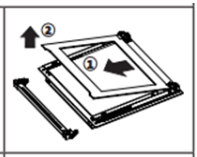

Figure 19
1. Appuyez sur les loquets en plastique situés à gauche et à droite, comme indiqué dans la figure 17, et soulevez le profilé en le tirant vers vous, comme indiqué dans la figure 18. La vitre est libre une fois le profilé retiré, comme le montre la figure 19. Tirez délicatement vers vous la vitre qui s'est libérée. Si nécessaire, la vitre centrale peut être retirée de la même manière. La vitre extérieure est fixée au profil de la porte du four. Vous pouvez facilement nettoyer les vitres après les avoir séparées. Une fois le nettoyage et l'entretien terminés, vous pouvez remettre les vitres et le profilé en place en procédant à l'inverse de la procédure d'enlèvement. Assurez-vous que la vitre est insérée dans le bon sens et que le profilé s'adapte correctement.